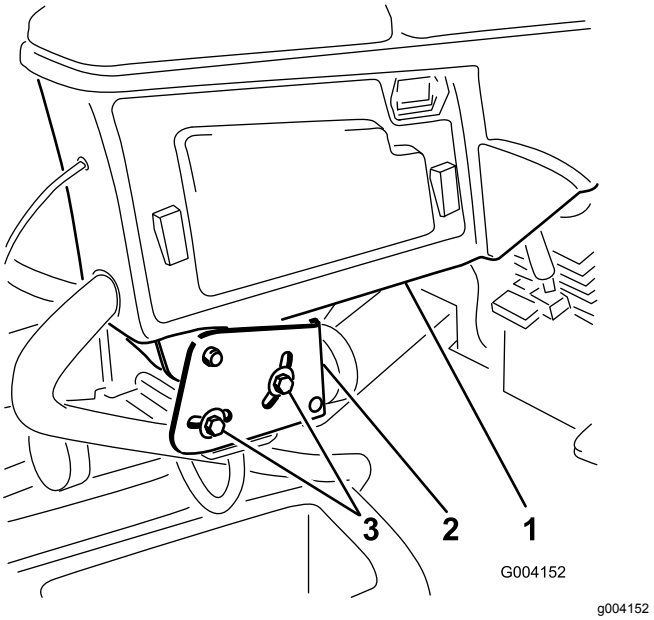

**Figur 3**
1. Fjern de to boltene som fester kontrollarmen til spaken til holdebraketten (Figur 3).